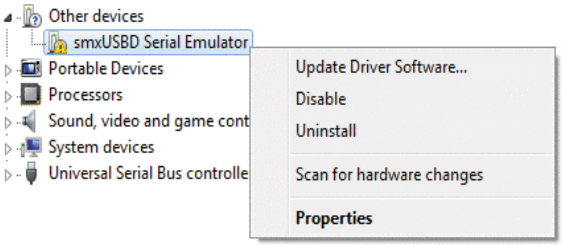

Figure 82 Device Manager Windows 8/8.1
9. Under **Other devices**, right click on **smxUSBD Serial Emulator** and select **Update Driver Software** (Figure 82).